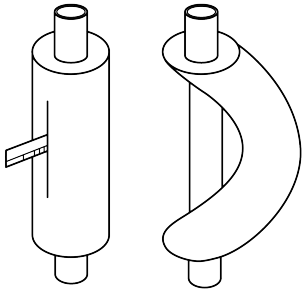

Fig. 4.3
(1) Reshape the pipe by hand. Be careful not to damage the pipe.
(2) Do not bend the pipe over 90°.
(3) If pipe is repeatedly bent or stretched, it will get hard and difficult to bend and stretch againch Therefore, do not bend or stretch the bend for over 3 times.
(4) In case that direct bending will open cracks to the pipe, first use sharp cutter to cut the insulating layer, as shown in Fig. 4.3. Do not bend the pipe until it is exposed. When bending is done, wrap the pipe with insulating layer and then secure it with adhesive tape.